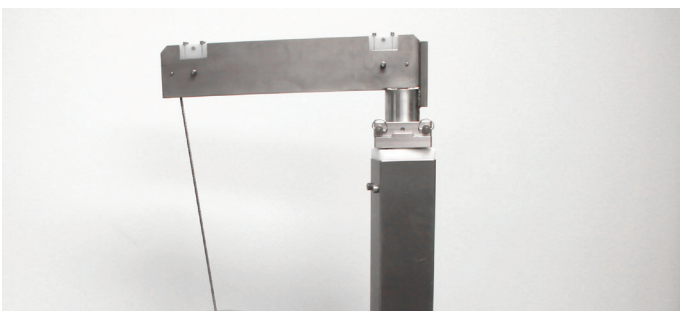

Figure 44. The hoist locked in the “storage”position.
4. Re-install the clamp into the lower hole and lock it into position using the quick-release pins; see Figure 44.